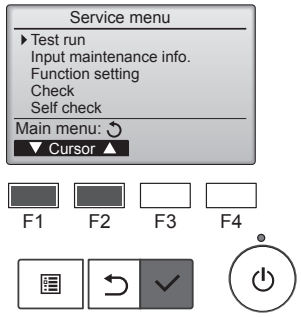

Fig. 7-1
① Dans le Menu SAV, sélectionnez "Test run" (Test fonctions) puis appuyez sur la touche [CHOIX]. (Fig. 7-1)